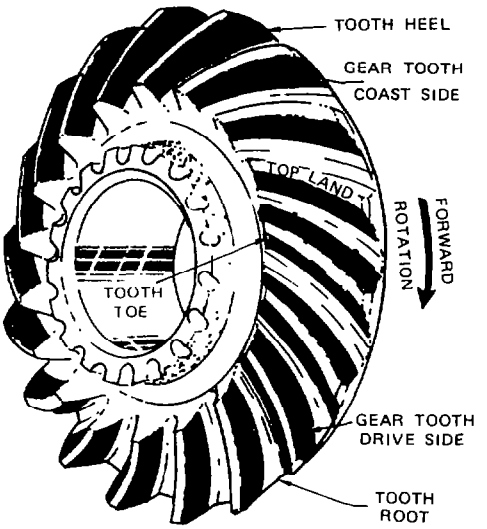

Fig. 329 — Pinion to Crown Wheel Tooth Contact Pattern
e. Compare the tooth contact with those shown in figs. 329.